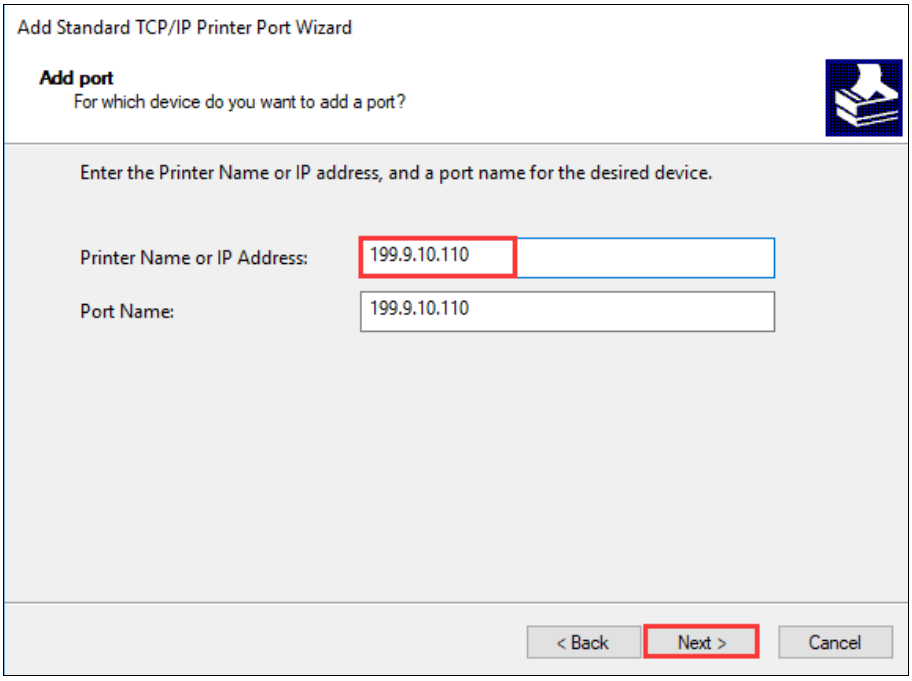

Figure 2-43 Add Port Screen
7. On the "Add Port" screen, enter the IP Address of the printer (Note: the IP address here must be consistent with the IP address of the printer that has been set, and the port name will be generated automatically), and then click "Next", as shown in Figure 2-43.